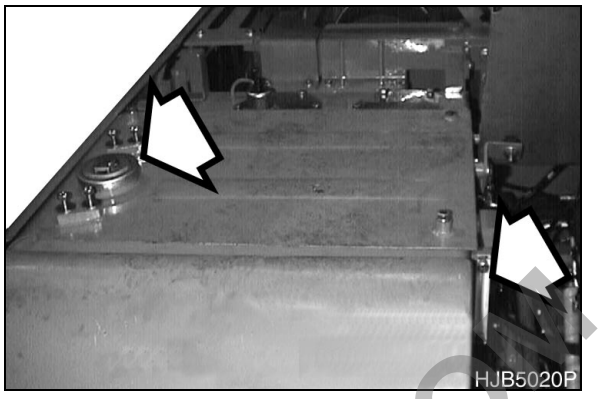

Figure 5
8. Clean area around fuel tank fill cap (Figure 5). Open fuel cap.